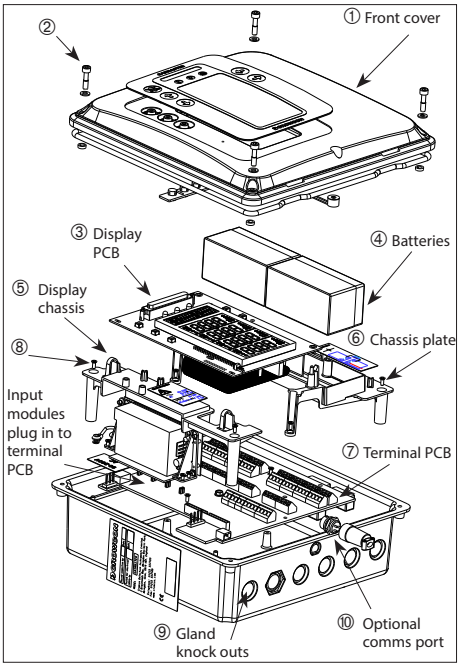
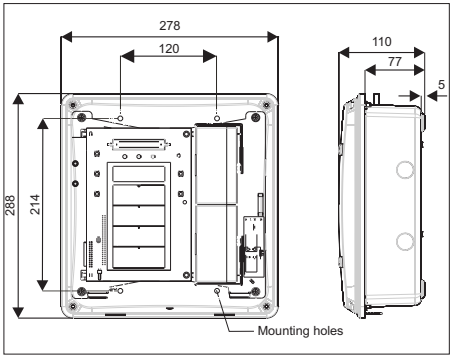

Figure 2.1 Exploded view of Gasmaster
Figure 2.3 Dimensional view of Gasmaster with mounting holes shown
This section describes how to get started with a *Gasmaster 4* or *Gasmaster 1* system that has been pre-configured for the detectors supplied. Figures 2.1, 2.2 and 2.5 show the internal structure of Gasmaster.
Figure 2.1 shows the internal arrangement of a Gasmaster system. The front cover ① is removed by unscrewing the four screws ② and carefully disconnecting the two-pole sounder connector from the display PCB ③. The front cover can either be supported by the case using one of the retaining screws, or removed completely and placed in a safe location. Two separate chassis support the display PCB and batteries which supports the display PCB ③ and batteries ④. The terminal PCB ⑦ contains the input modules, and all of the input and output terminals. The display PCB ③ is connected to the terminal PCB ⑦ via a 50-way ribbon connector, and is hinged on the left side so that it can be moved to provide access to the detector input terminals. Most terminals are accessible once the display PCB is moved and the batteries are removed. If necessary the two chassis can be removed for easier terminal access. In order to remove the display chassis, the display PCB ribbon connector must first be carefully un-plugged. Care should be taken when re-fitting the display PCB so as not to damage the connector or ribbon cable.
Figure 2.3 provides a dimensional view of Gasmaster. To access the mounting points, first remove the front cover by unscrewing the fixings labelled ② in figure 2.1. Carefully remove the sounder connector from the display PCB. The cover should be placed in a secure location. It is recommended that Gasmaster is positioned by hand in the desired location, and a pencil used to mark the mounting hole positions.